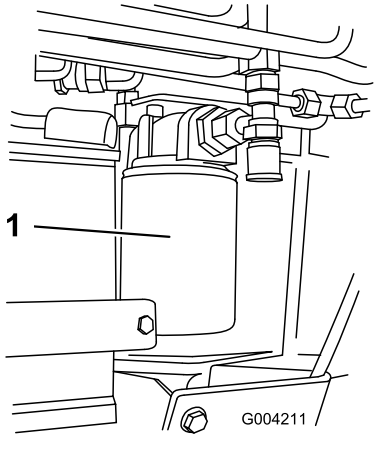

Figur 62
4. Placera ett kärl under filtret (Figur 62).
5. Ta bort det gamla filtret (Figur 62) och torka rent ytan på filteradapterpackningen.
7. Sätt i det nya hydraulfiltret i filteradaptern (Figur 62). Dra åt det medsols tills gummipackningen vidrör filteradaptern, och dra sedan åt filtret ytterligare ett halvt varv.